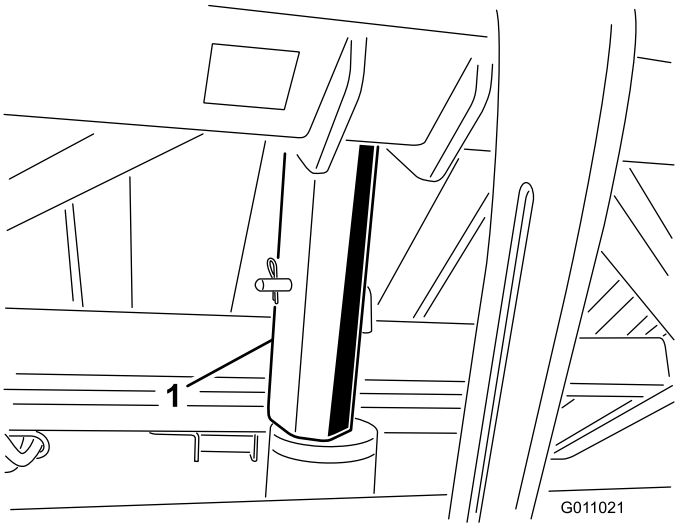

Figur 26
3. Sätt fast trågstödet på cylinderstaven och kontrollera att stödets ände vilar mot cylindertrumman och cylinderstångens ände (Figur 26).